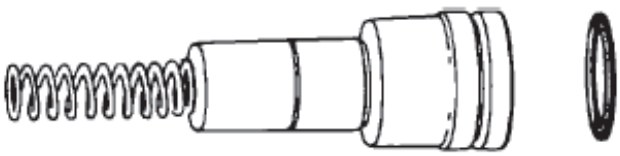

Figure 10 Piston and O ring
h. Remove and discard the piston O ring (Figure 10).